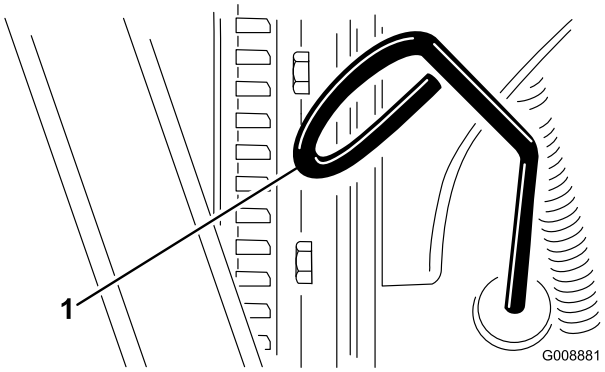

**Figur 20**
2. Ta ut oljestickan (Figur 20) och torka av den med en ren trasa.